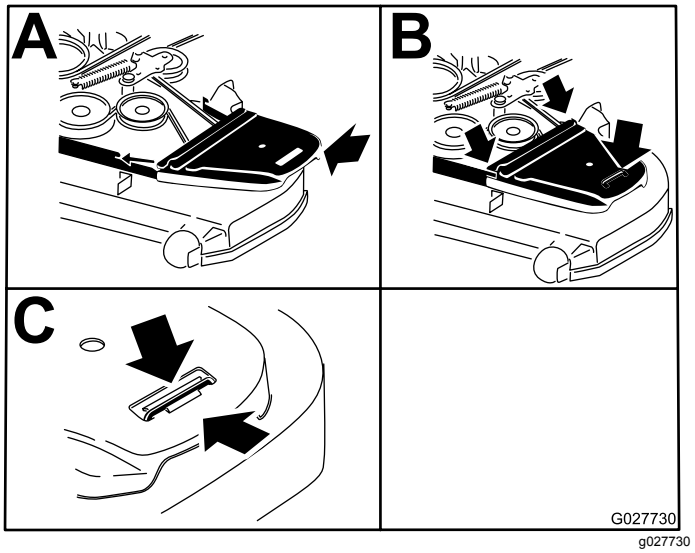

Figure 62
9. Posez les couvercles de courroie (Figure 62).